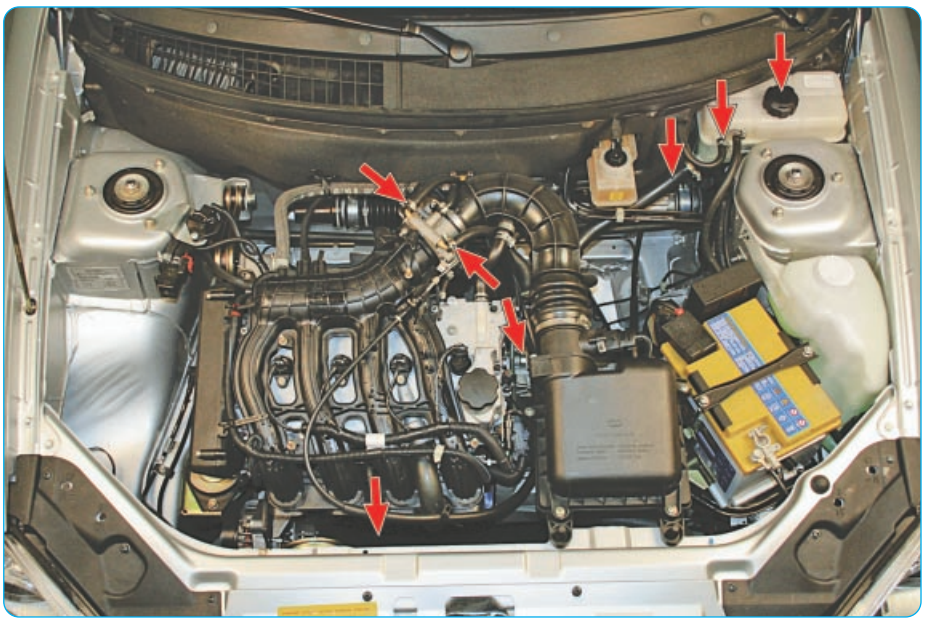

Рис. 3.2. Места для осмотра системы охлаждения в подкапотном пространстве
2. Откройте капот и осмотрите подкапотное пространство (рис. 3.2). Определите, откуда вырывается пар. При осмотре двигателя обратите внимание на наличие охлаждающей жидкости в расширительном бачке, на целость резиновых шлангов, радиатора, термостата.